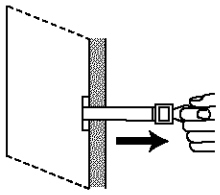

Fig. 4
8. With the plastic pull ring of the toggle bolt, pull the metal end of the toggle bolt firmly against the back of the metal stud (refer to Figure 4).